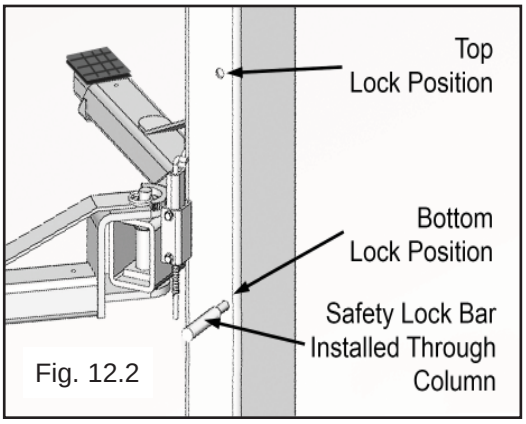

Fig. 12.2
6. After vehicle is raised to the desired height, pass the Safety Lock Bars through each column then **lower lift onto the Lock Bars.** **ALWAYS INSURE SAFETY LOCK BARS ARE INSTALLED** before entering work area. (See Fig. 12.2)